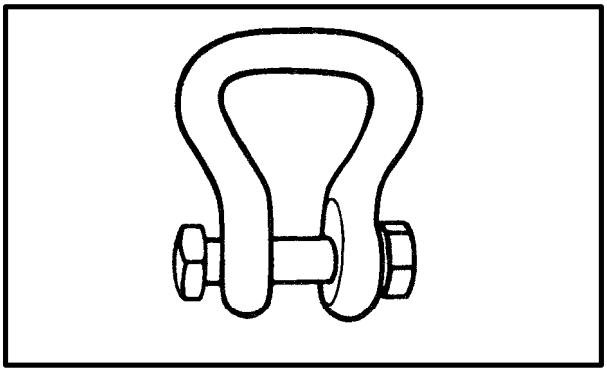

*Figure 8-17. Small Clevis Assembly (Part No. MS 70087-1)*
**(3) Small Clevis.** The most common use of the small clevis (Figure 8-17) is on the M151 truck wheel hubs. The maximum load weight that can be lifted using a small clevis at the ends of a four-legged sling set is 15,000 pounds. If the load has two or three attachment points, the maximum load weight is 7,500 and 11,250 pounds, respectively. The small clevis can also be used to lift a load that weighs up to 6,250 pounds if it has only one attachment point. The small clevis is identified by a 5/8-inch bolt and nut.